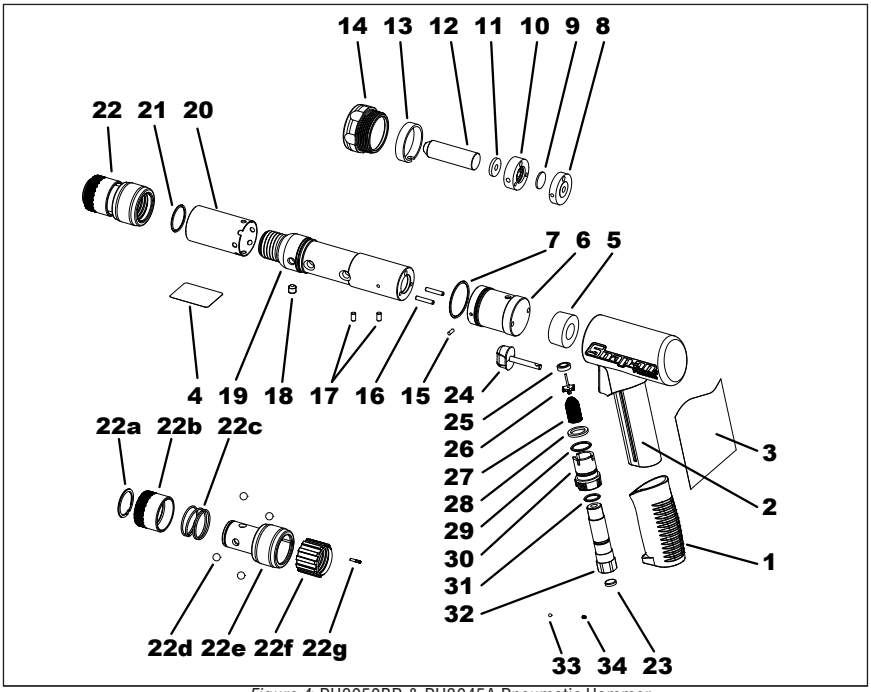

Figure 4: PH3050BR & PH3045A Pneumatic Hammer
- 以下のセクションで参照される部品は、*図 4* で位置を示す番号と関連する部品の一覧で参照されています。
√ 部品の一覧については、*Figure 4* を参照してください。保守や修理には、***Snap-on*** 純正の交換部品をご使用ください。整備や修理は、訓練を受けた担当者のみが行ってください。修理用部品およびサービスマニュアルは、最寄りの ***Snap-on*** 認定代理店から取り寄せることができます。